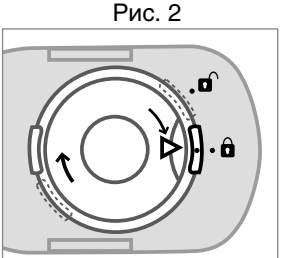

Рис. 3
5. Закройте крышку камеры ингаляционной обратно, повернув ее по часовой стрелке, так, чтобы маркер «▶•» указывал на «•🔒» (рис. 3).